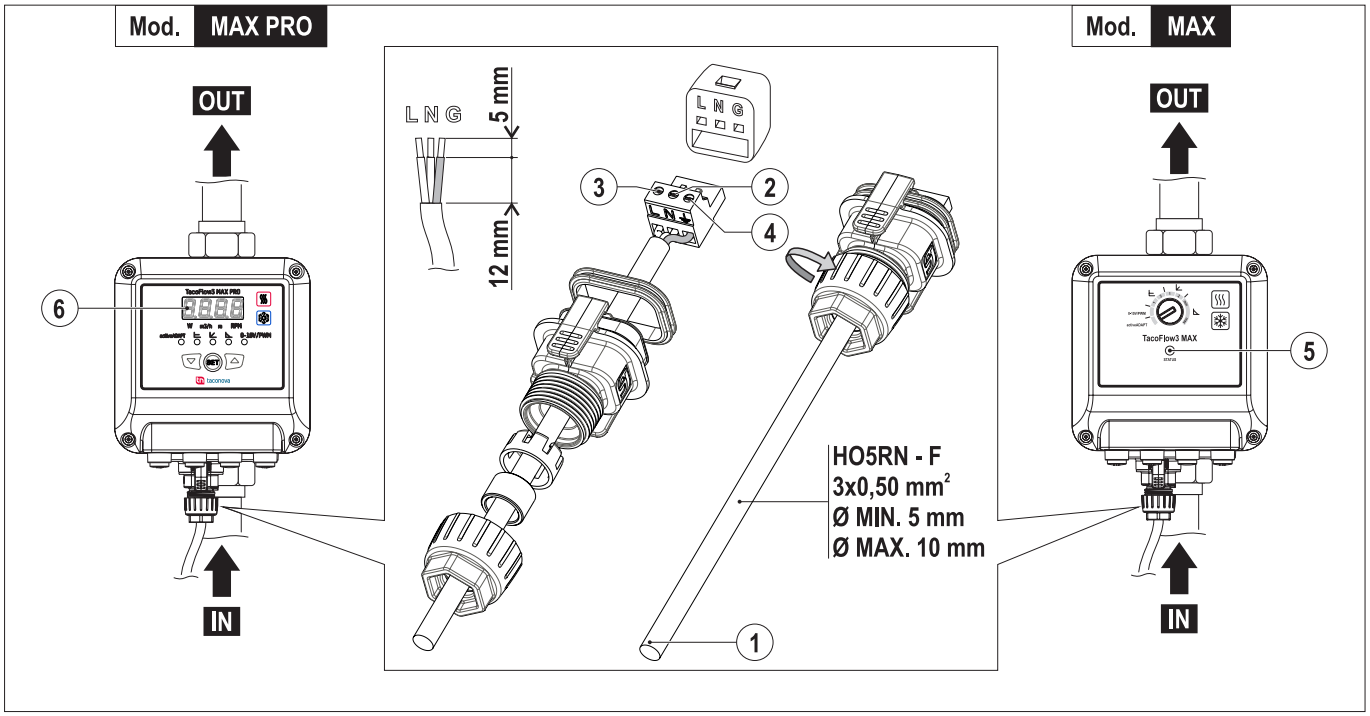

FIG. 10 *(Conexión a la fuente de energía eléctrica)*
ES OBLIGATORIO UTILIZAR UN CABLE ADECUADO A LAS CARACTERÍSTICAS ELÉCTRICAS EXIGIDAS **(FIG. 10 - REF. 1)**.
1) Utilice un cable **(FIG. 10 - Ref. 1)** con las características indicadas en **FIG. 10**
2) Conecte el cable de color azul (neutro) al borne N **(FIG. 10 - Ref. 2)**
3) Conecte el cable de color negro o marrón (fase) al borne L **(FIG. 10 - Ref. 3)**
4) Conecte el cable de color amarillo/verde (tierra) al borne G **(FIG. 10 - Ref. 4)**
9) Habilite la tensión y compruebe que la conexión es correcta con el encendido del LED **(FIG. 10 - Ref. 5)** en el **mod. MAX** y el encendido de la pantalla **(FIG. 10 - Ref. 6)** en el **mod. MAX PRO**